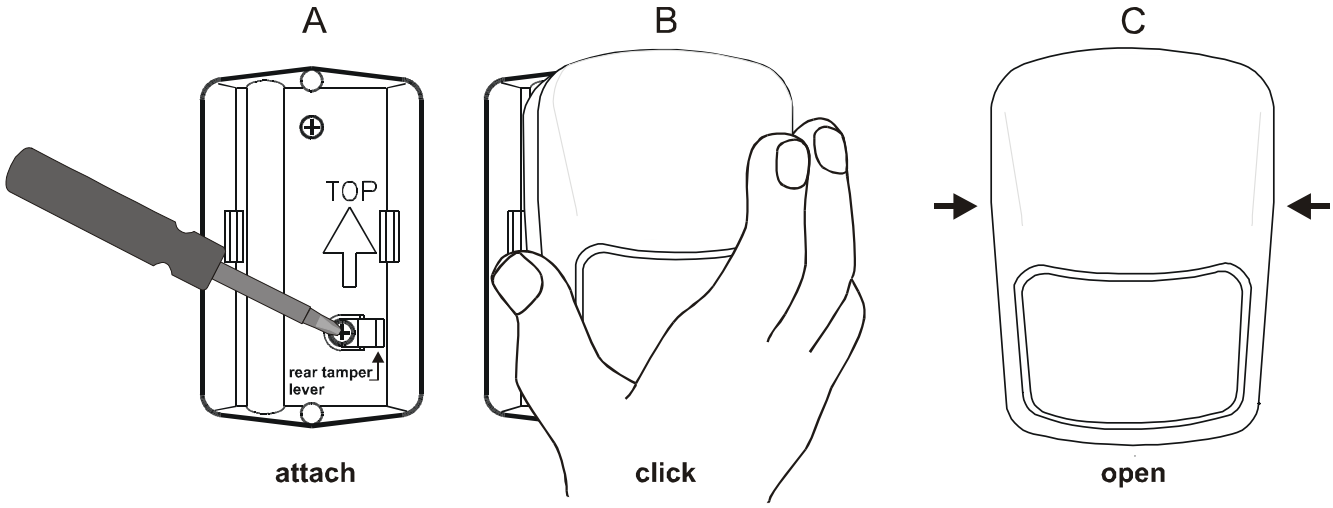

Fig. 9
**A.** Attach the bracket with the two provided screws, being sure that the arrow inside the bracket is pointing up. We recommend to install one screw in the pre-punched hole on the lever of the tampering sensor (see fig. 9. A). The second hole can be easily punched out from the pre-formed holes. Tighten the screws firmly, being sure that the bracket is not crooked.